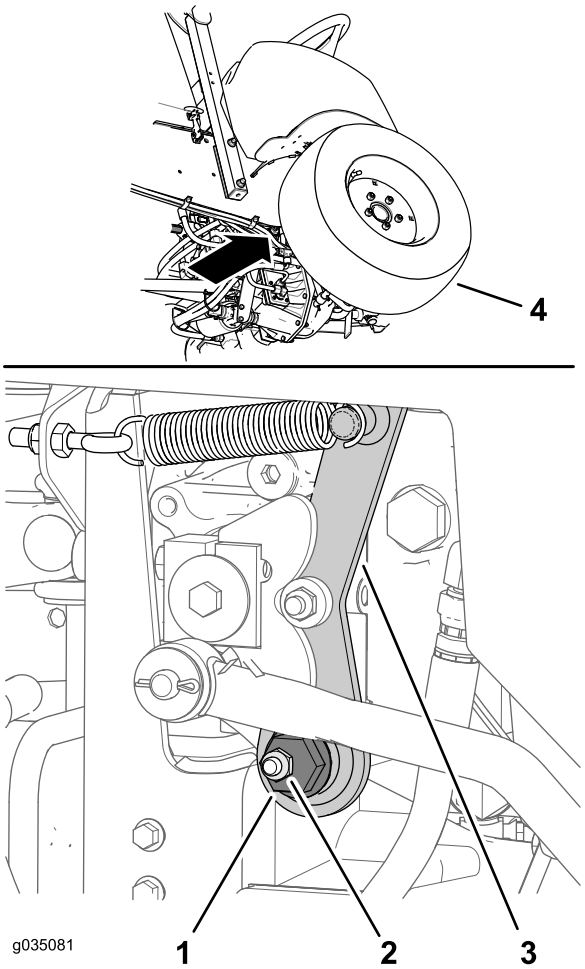

Figuur 70
1. Zoek de excentrische zeskant, rechts van de hydraulische pomp en onder het bedieningspaneel (Figuur 70).
2. Maak de bevestigingsmoer tot u de excentrische zeskant (Figuur 70) kunt bewegen.
4. Draai de excentrische zeskant linksom totdat het voorwiel naar voren begint te draaien, draai de excentrische zeskant dan rechtsom totdat het voorwiel naar achteren begint te draaien (Figuur 70).